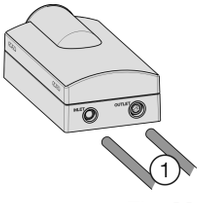

*Fig. 39*
- ▶ Insert the hoses *Fig. 39 (1)* into the water filter module as far as they will go (i.e. to the mark you made) past the point of resistance.